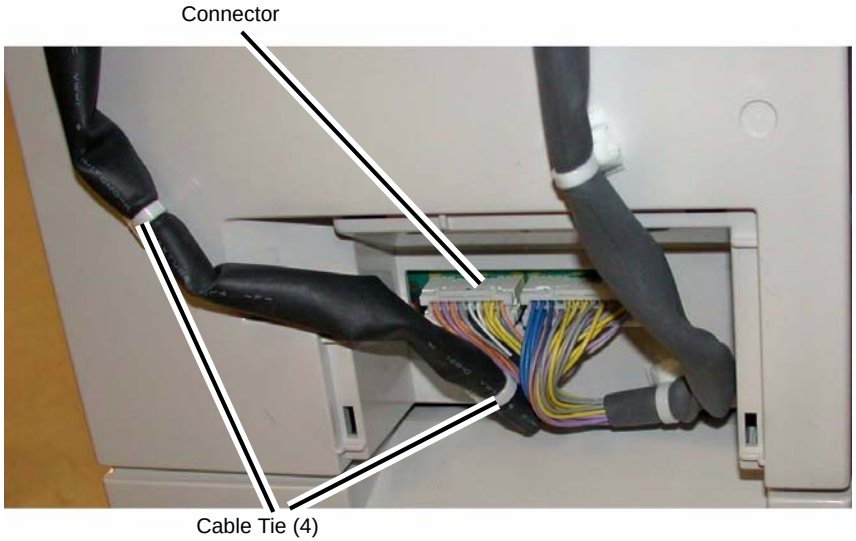

Figure 3 Disconnecting the Booklet Maker Assembly
b. Disconnect the Connector (Figure 3).
c. Pull out the Cable Ties (4).